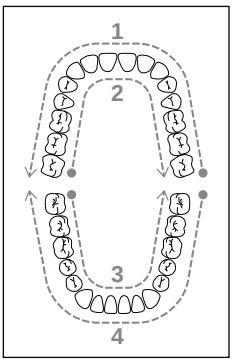

Fig. 10
- ♦ You can use the image below as a guide for the order of cleaning (see Fig. 10). The numbers in the image indicate the order in which to clean the different areas: